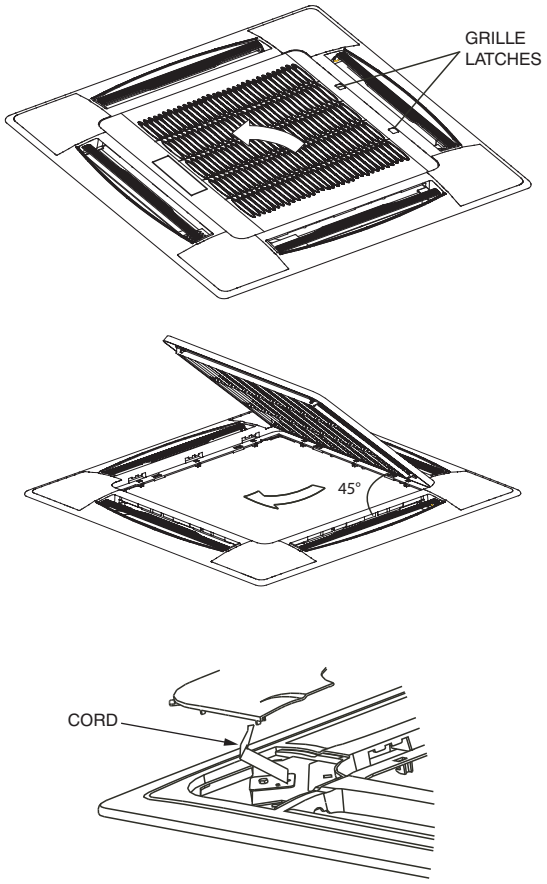

Fig. 8 — Removing Grille from Panel
3. Unscrew the bolts on the 4 corners of the cover panel. Remove the cover by loosening the cord. See Fig. 8.